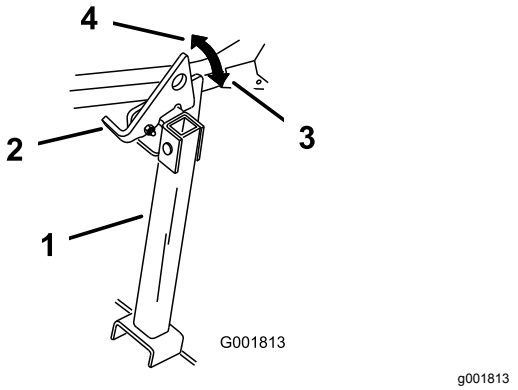

Figuur 41
2. Zet de vergrendeling omhoog in de ontgrendelde stand (Figuur 41).